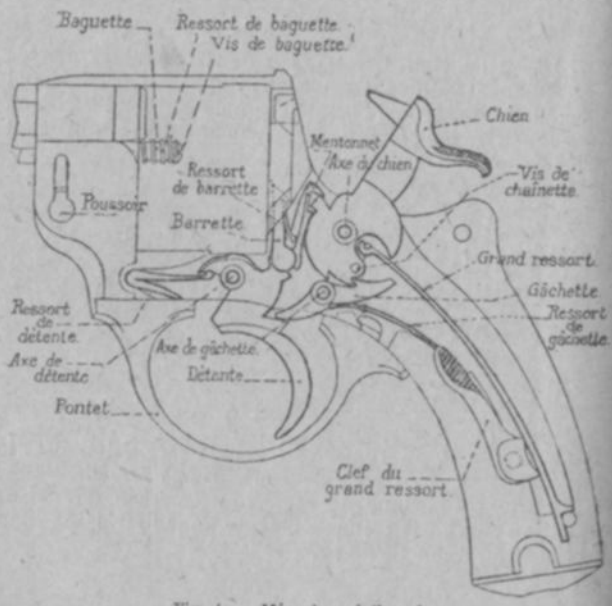

Fig. 4. — Mécanisme à l'armé.
51. Chien (fig. 4). — Le chien produit la percussion de l'amorce par l'intermédiaire du percuteur. Il comprend :
52. Gâchette (fig. 4). — La gâchette maintient le chien dans la position de l'armé. Elle comprend :